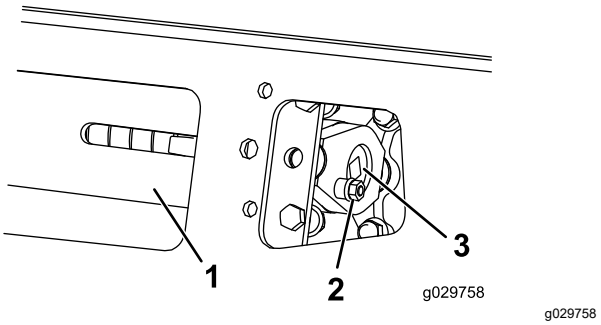

Figur 59
3. Ta bort låsbulten, distansbrickan och muttern (Figur 59).
5. Rikta den närmaste skåran i spänningsskruven mot låsbultens hål, och säkra skruven med låsbulten och muttern (Figur 59).
4. Ta bort låsbulten och muttern (Figur 59).
5. Använd en ½-tums hylsnyckel och lossa drivspänningen genom att vrida spännskruven medsols (Figur 59 och Figur 65).